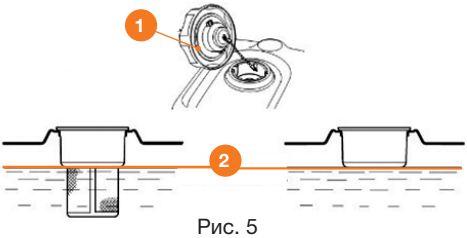

Рис. 5
При низком уровне топлива долейте его до установленного уровня ❷. После заправки топливного бака надежно затяните пробку заправочной горловины ❶ (Рис. 5). Используйте только чистый, свежий неэтилированный бензин **АИ-92**.